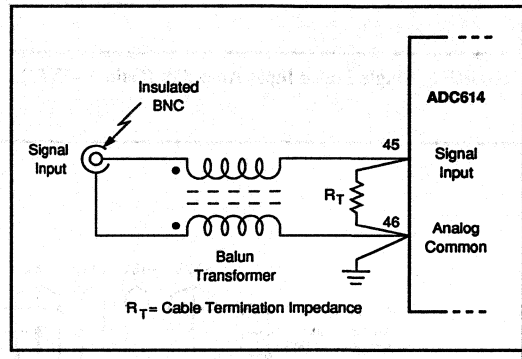
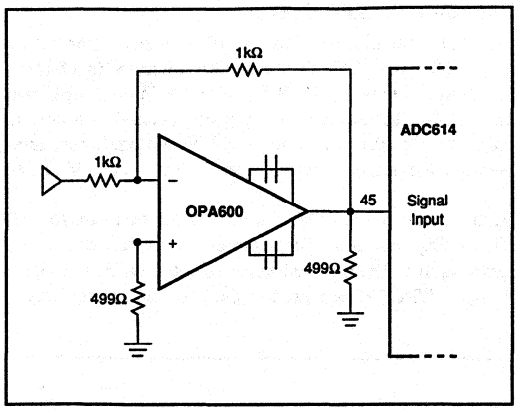

FIGURE 6. Floating-Input Balun Transformer.
FIGURE 8. Single Ended Input Amplifier (Gain = –1V/V).
9. Floating inputs can eliminate ground-loop noise. A simple common-mode choke shown in Figure 6 and 7, or a single-ended amplifier (Figure 8 and 9) can be used for gain. While the OPA600 and OPA620 have good noise performance, they may limit harmonic performance of the ADC614.